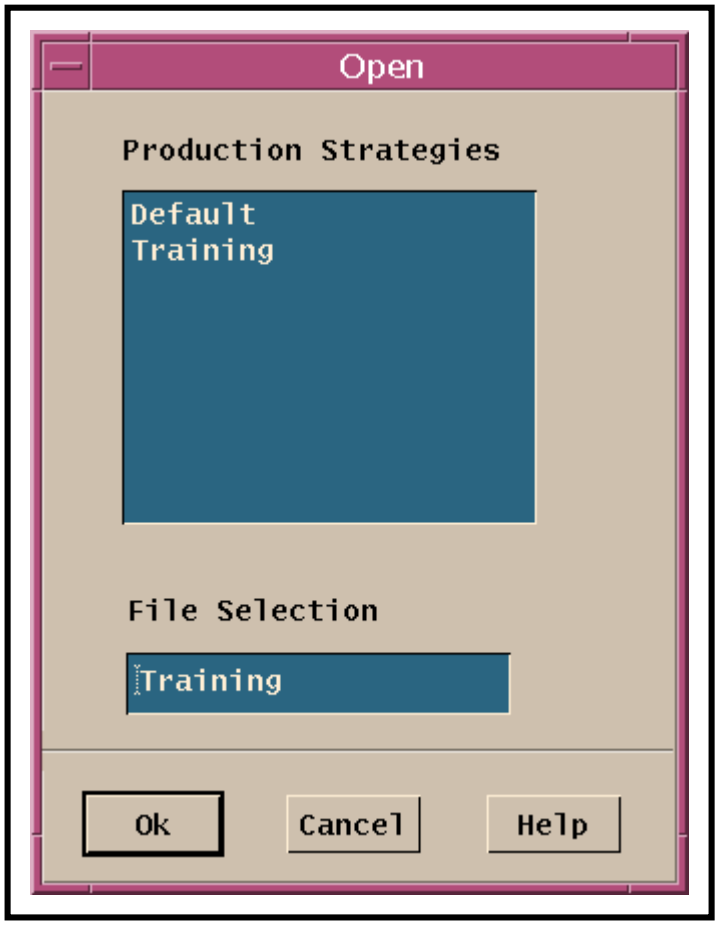

Figure 41. Production Strategies "Open" Window
- Alternatively, it is possible to select **File → Open** from the pull-down menu, select the desired production strategy from the list on the **Open** window (Figure 41), and click on the **Ok** button to open the production strategy.